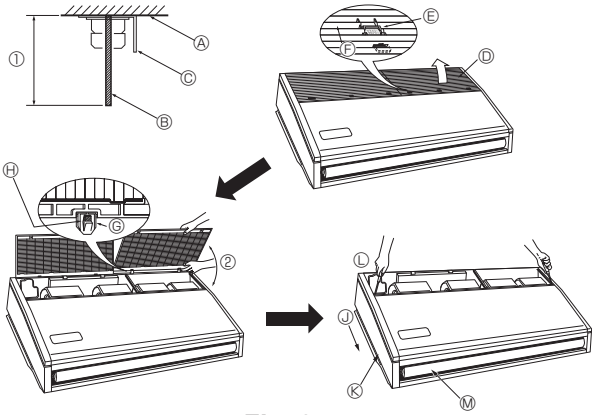

Fig. 3-4
3.2.4. Подготовка внутреннего прибора (Fig. 3-4)